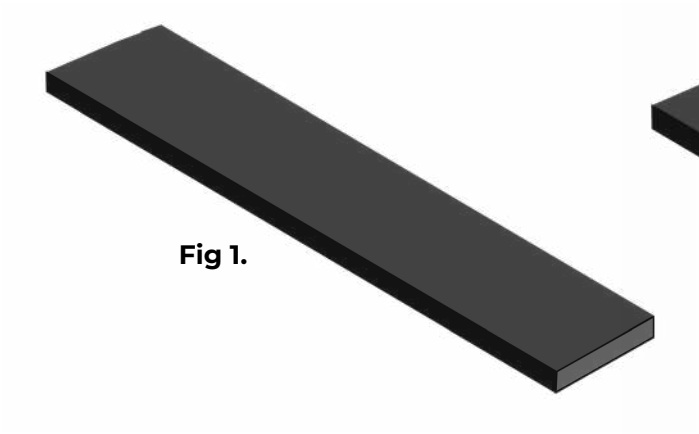
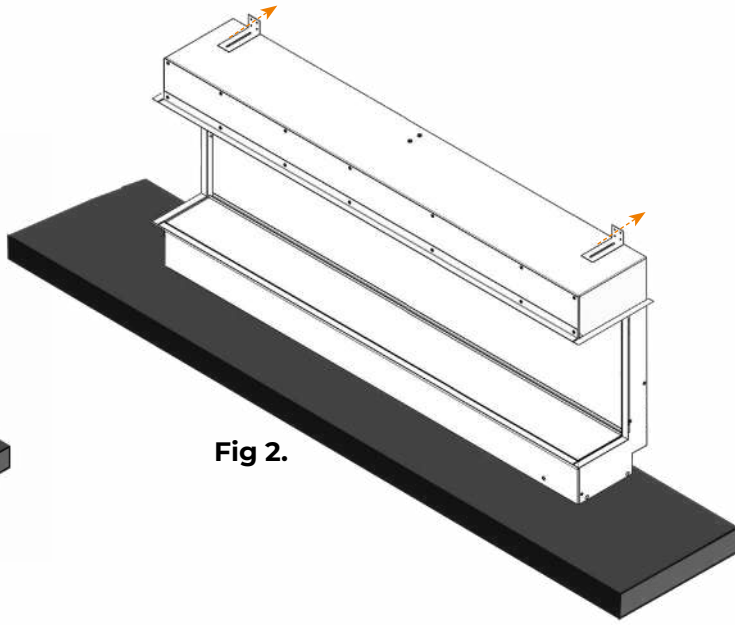

**Fig 1.**
**Fig 2.**
**Please note: We strongly advise the following steps are attempted by two people due to the weight of the fire and woodwork sections. Please ensure the fire is fitted onto a hard, flat floor.** The first thing to do is take the hearth section and place it flat against a wall in the position you want the fire and ensuring it is situated on a flat surface **(Fig 1)**. The next step is to lift the fire and carefully lower it onto the hearth section **(Fig 2)**, making sure it is centralised. Once it is in place, you can fix the fire to the wall using the appropriate fixings.